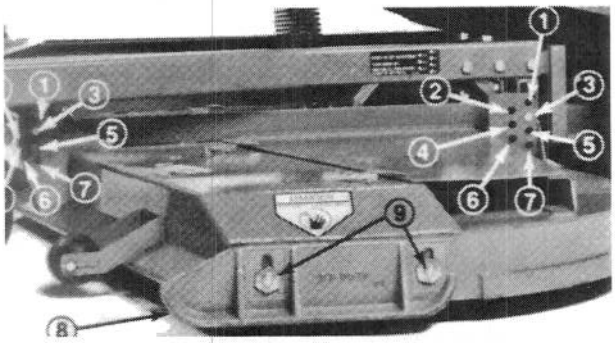

Figure 1
2. Pour régler le patin, desserrer les écrous à embase, placer le patin à la position désirée et resserrer les écrous (Fig.1).